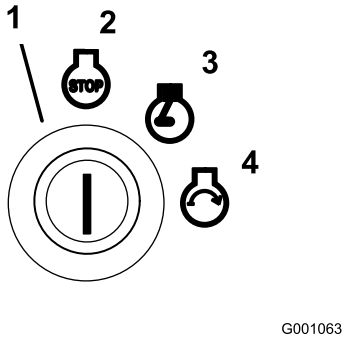

**Figuur 13**
6. Draai het contactsleuteltje naar rechts op Lopen (Figuur 13).
9. Draai het contactsleuteltje op Start en het indicatielampje van de gloeibougies gaat weer branden. Laat het sleuteltje los zodra de motor aanslaat (Figuur 13).
2. Draai het contactsleuteltje naar rechts op Lopen (Figuur 13).
4. Draai het contactsleuteltje op Uit (Figuur 13). Zet de motor af en wacht totdat alle bewegende onderdelen tot stilstand zijn gekomen voordat u de bestuurderspositie verlaat.